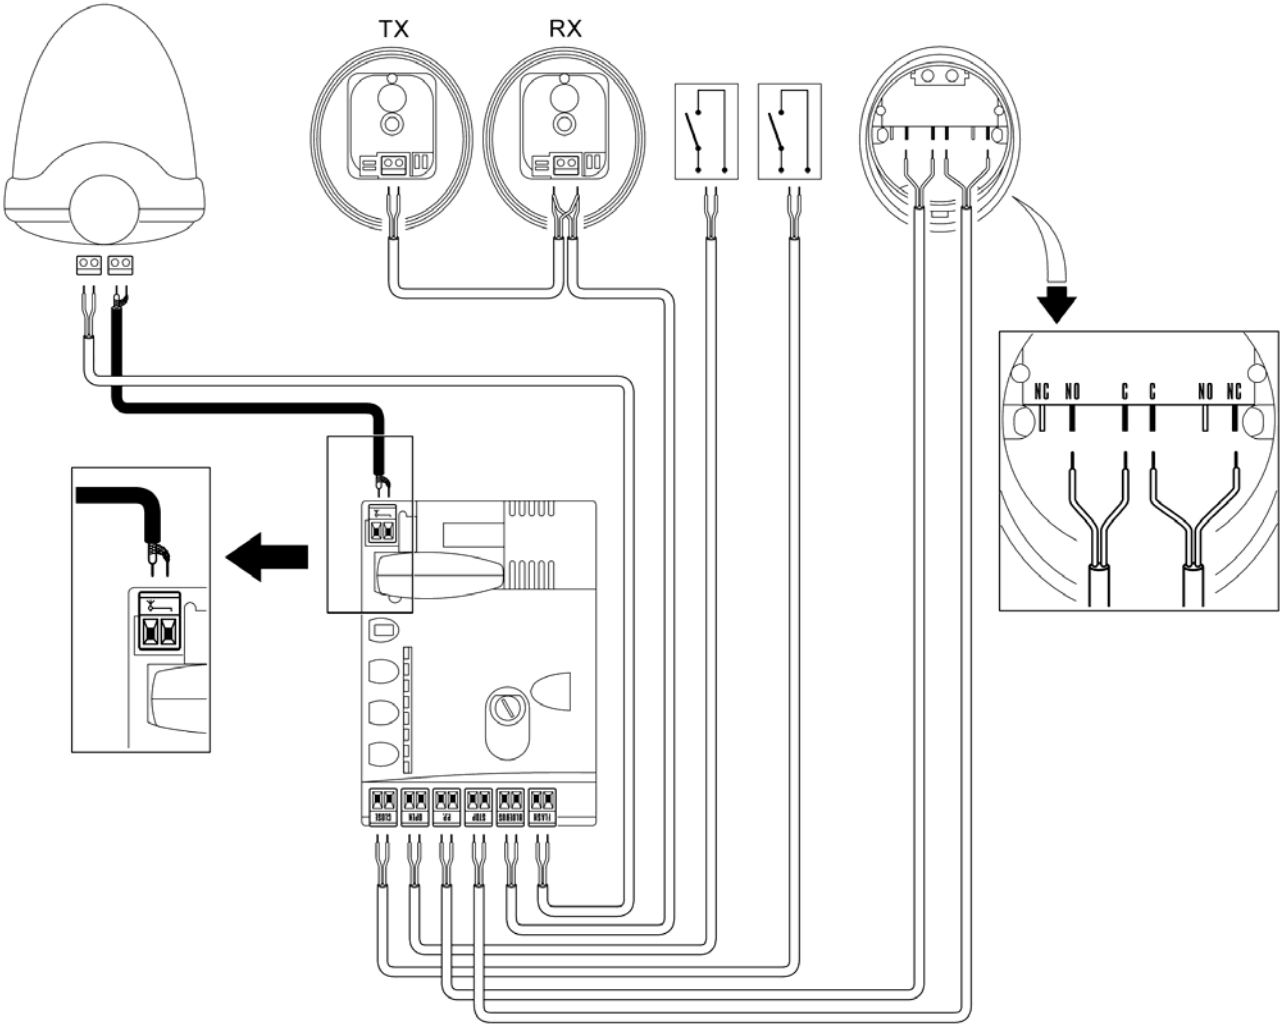

Рис. 7
3. Соедините кабели как показано на рис. 7. Разъемы можно снимать, что облегчает работу